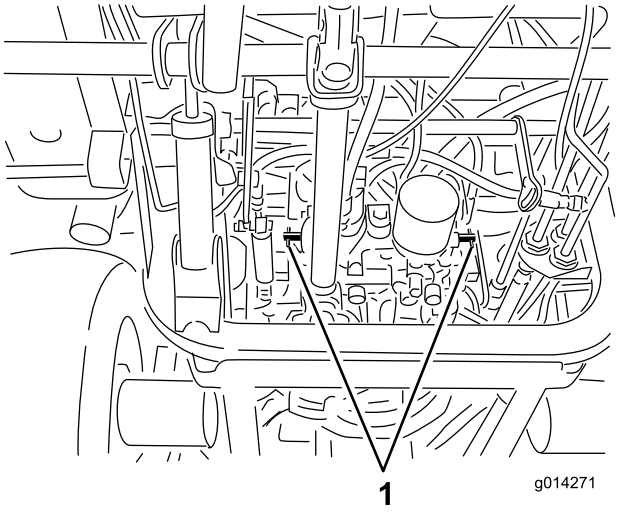

Figur 34
4. Drei hver omløpsventil mot klokken én omdreining (Figur 34).
Drei hver omløpsventil med urviseren én omdreining, og fest dem for hånd (trekk til med et moment på omtrent 8 Nm) (Figur 34).